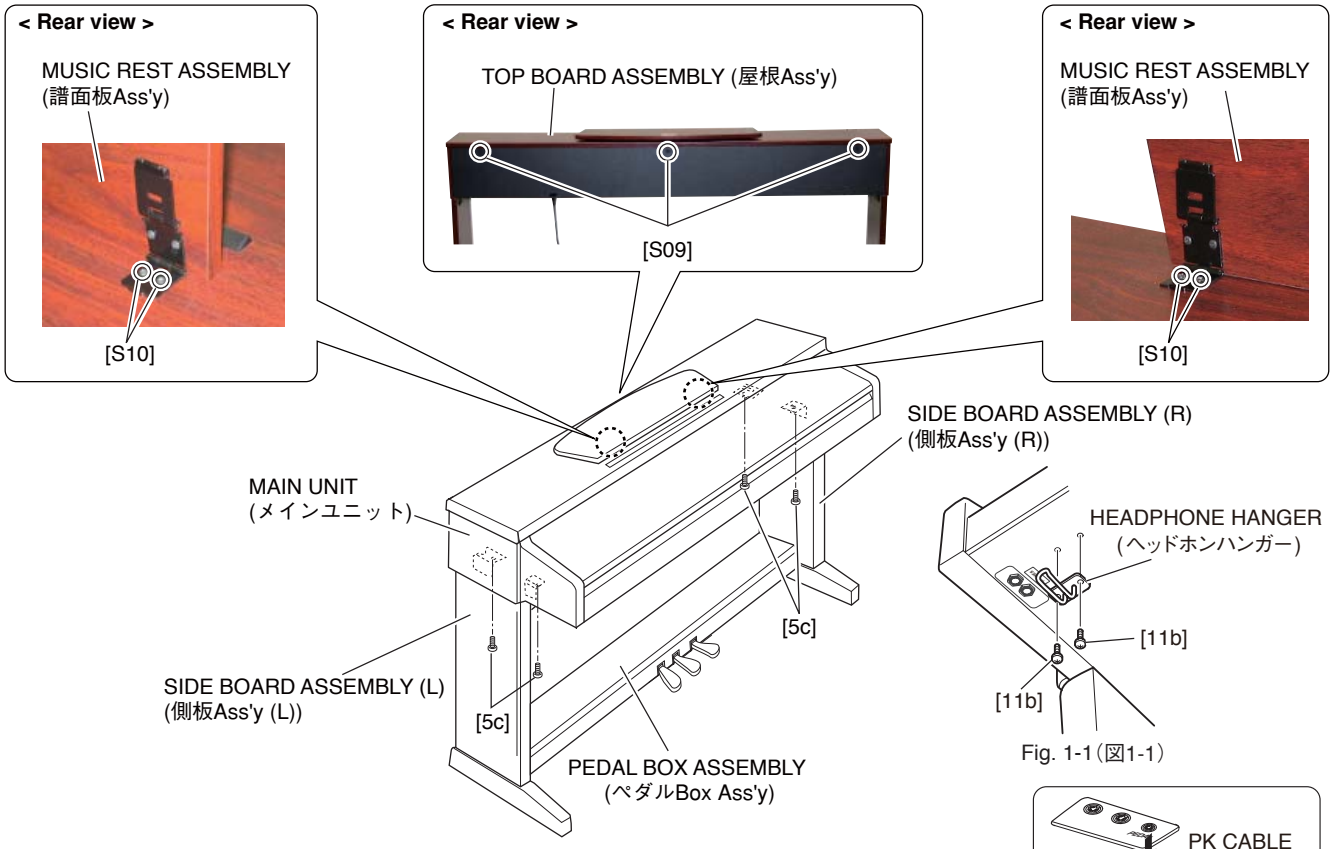

Fig. 1-1（図1-1）
(Fig. 1-1, 1-2)
*4 To remove the side board assembly (L) or the side board assembly (R), be sure to disconnect the AC cord and the PK cable, and remove the headphone hanger and the main unit first. (Fig. 1-1, 1-2, 1-3)
*5 To remove the pedal box assembly, be sure to disconnect the AC cord and the PK cable, and remove the headphone hanger, the main unit and the back board first. (Fig. 1-1, 1-2, 1-3)
メインユニットを外すときは、先に電源コードと PK ケーブル、ヘッドホンハンガーを外します。（図 1-1、1-2）
*4 側板 Ass'y（L）または側板 Ass'y（R）を外すときは、先に電源コードと PK ケーブル、ヘッドホンハンガー、メインユニットを外します。（図 1-1、1-2、1-3）
*5 ペダル Box Ass'y を外すときは、先に電源コードと PK ケーブル、ヘッドホンハンガー、メインユニット、裏板を外します。（図 1-1、1-2、1-3）